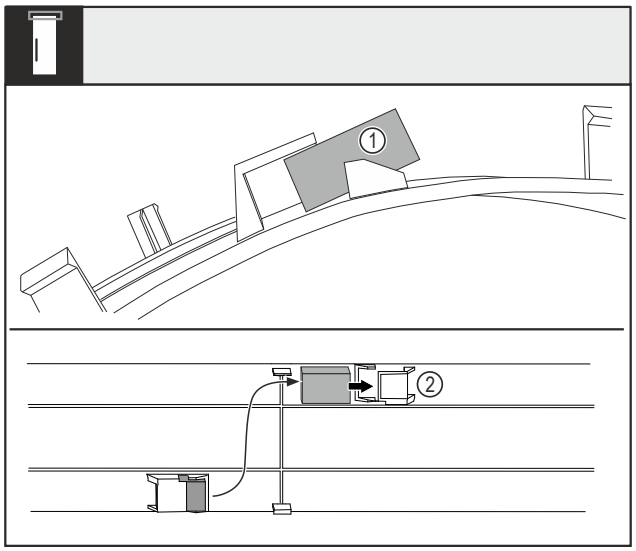

Fig. 16
▶ 将盖板弯曲并将门磁 *Fig. 16 (1)*从插座中拉出。
▶ 将门磁推入另一个插座 *Fig. 16 (2)*中。